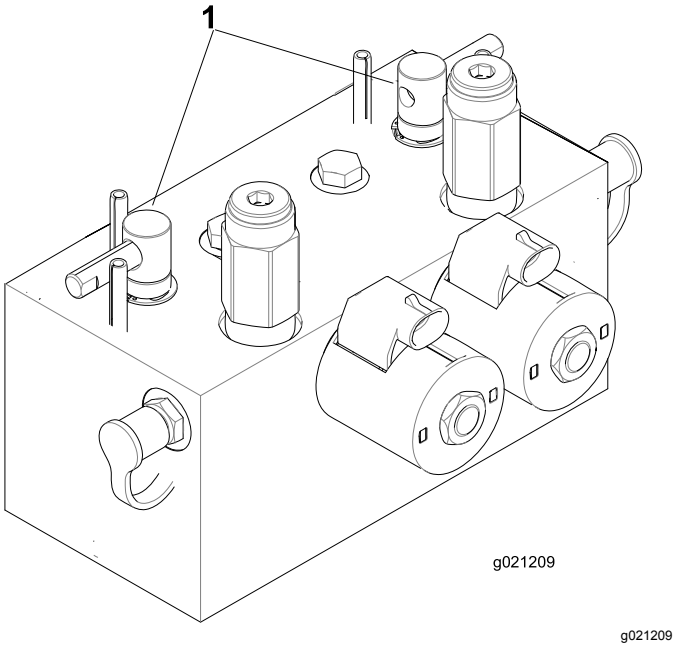

**Figur 107**
2. Lås opp og hev setet for å vise slipespakene (Figur 107).
5. Velg enten fremre, bakre eller begge slipespaker for å bestemme hvilke spoler som slipes (Figur 107).